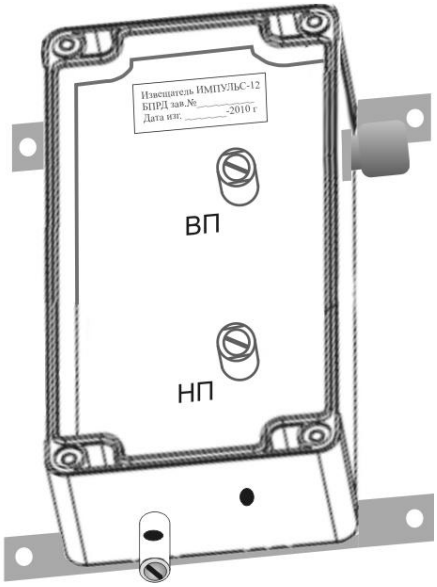

Рис. 6.10
6.4.1.1 Внутри пластикового корпуса (рис. 6.10) со съемной крышкой установлена панель. Субблок на основе печатной платы установлен на панели. Из отверстий, расположенных в правой части панели, выступают контакты “ВП” и “НП” для подключения соответственно ВП и НП ЧЭ. Провода ЧЭ крепятся с помощью винтов и шайб. Крышка фиксируется на корпусе с помощью винтов и в закрытом состоянии может пломбироваться (опечатываться) службой эксплуатации. В основании корпуса расположена клемма для подключения проводника заземления, который крепится с помощью болта (винта) и неуплотненный ввод (отверстие) для ввода НП. На правой поверхности корпуса расположен гермоввод для ввода ВП. На тыльной стороне корпуса расположены пластины для крепления к заграждению или стене здания.